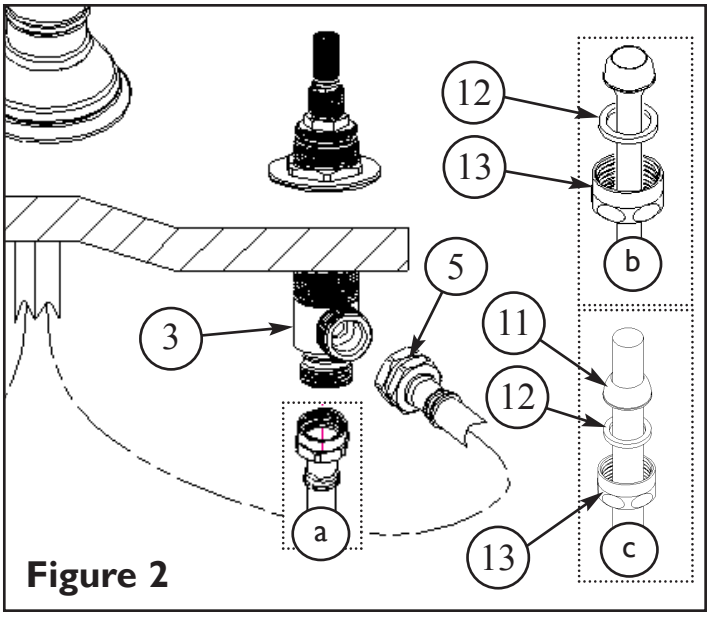
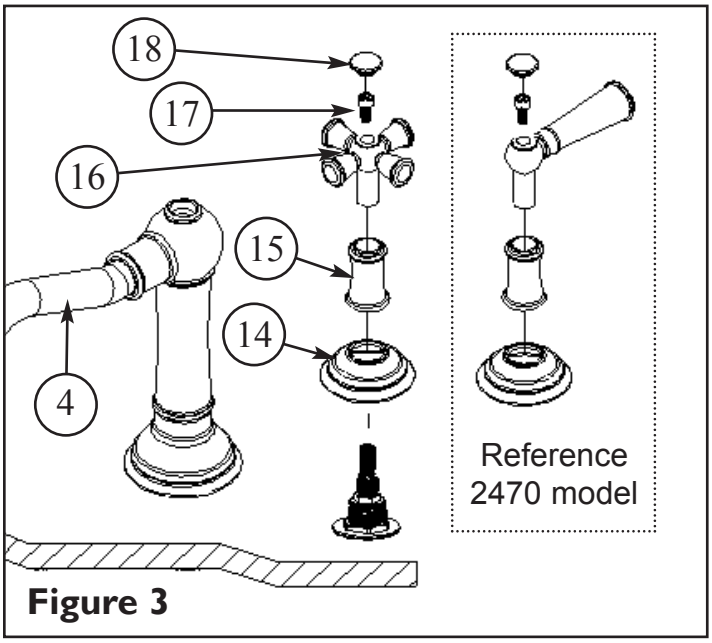

Figure 2
Figure 3
2. Connect large coupling NUTS (5) to outlet of each valve BODY (3). Hand tighten and secure each connection with a wrench 1/4 turn. **See Figure 2**.
3. Connect hot/cold water supply to appropriate 1/2" NPSM valve BODY (3), utilizing one of the three following types of risers. Supply risers not included. **See Figure 2**.
a. 1/2" IPS flexible riser: discard rubber nosecone WASHER (11), friction WASHER (12) and coupling NUT (13).
b. 3/8" or 1/2" OD bullnose riser: utilize friction WASHER (12) and coupling NUT (13).
c. 1/2" copper riser: utilize rubber nosecone WASHER (11), friction WASHER (12) and coupling NUT (13).
4. Place ESCUTCHEON (14)over cartridge. Thread BONNET (15) onto cartridge. Place HANDLE (16) over cartridge. Any adjustments for rotational alignment must be made to the valve BODY (3) - not to the cartridge. Secure HANDLE (16) into place with SCREW (17). Press BUTTON (18) on HANDLE (16), wet BUTTON (18) o-ring with water to reduce friction during installation. **See Figure 3**.